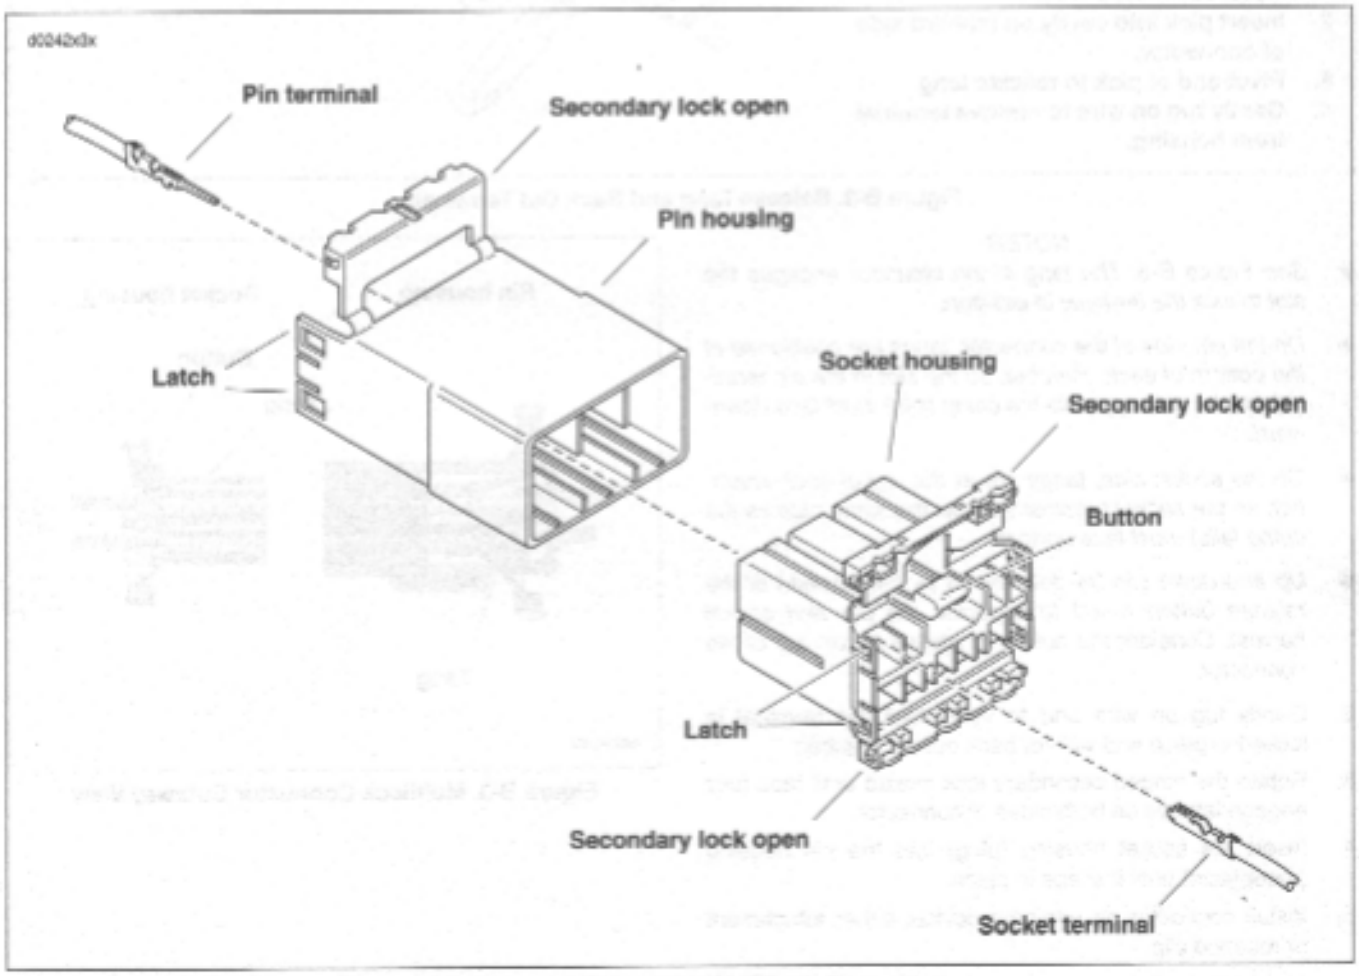

Figure B-1. 10-Place Amp Multilock Connector
5. See Figure B-1. With the flat edge against the terminal, insert the pick tool (Snap-On TT600-3) into the cavity until it stops. Pivot the end of the pick away from the terminal (locktab is inside housing) and gently tug on wire to pull terminal from chamber. Do not tug on the wire until the tang is released or the terminal will be difficult to remove. A "click" is heard if the tang is engaged but then inadvertently released. Repeat the step without releasing the tang.